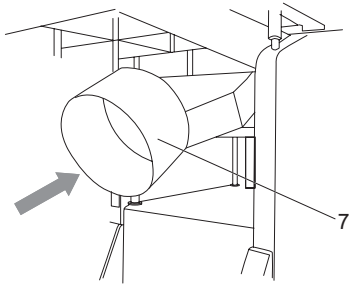

Fig. 16
> Para finalizar, coloque o adaptador do porto de extração (7) deslizando-o simplesmente sobre o porto de extração tal como se indica na Fig. 16.